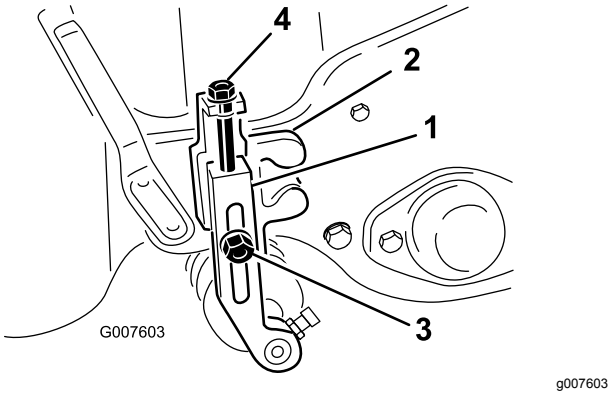

Figur 54
2. Løsne på låsemutterne som holder klippehøydearmen festet til klippehøydebraketten (Figur 54).